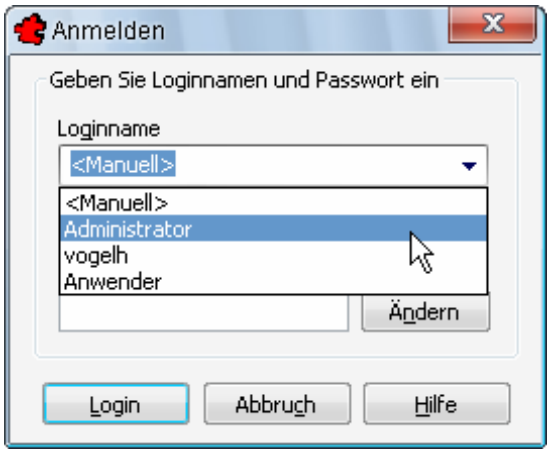

Bild 2.4 – Neuer Login-Dialog
- Nach der Installation der Programmdateien und dem Update der Datenbank muss man sich bei TRIC anmelden (Abb. 2.4).